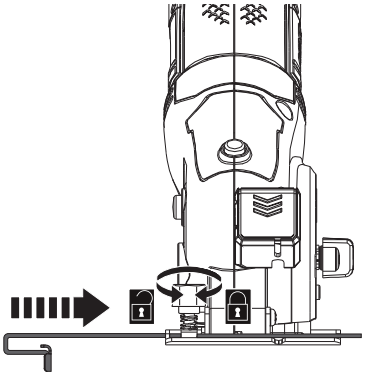

Fig. 4
> Alinee la guía paralela (20) con la ranura e insértela (Fig. 4).